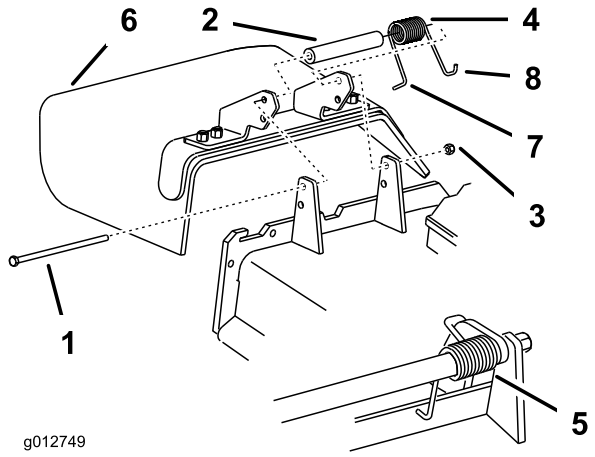

Figur 90
1. Ta bort låsmuttern, bulten, fjädern och distansbrickan som håller fast gräsriktaren på tappfästena (Figur 90). Ta bort den skadade eller slitna gräsriktaren.
Obs: Se till att fjäderns **L**-formade ände sitter bakom däckkanten innan du monterar bulten i enlighet med Figur 90.
3. Montera bulten och muttern. Placera fjäderns **J**-formade ände runt gräsriktaren (Figur 90).